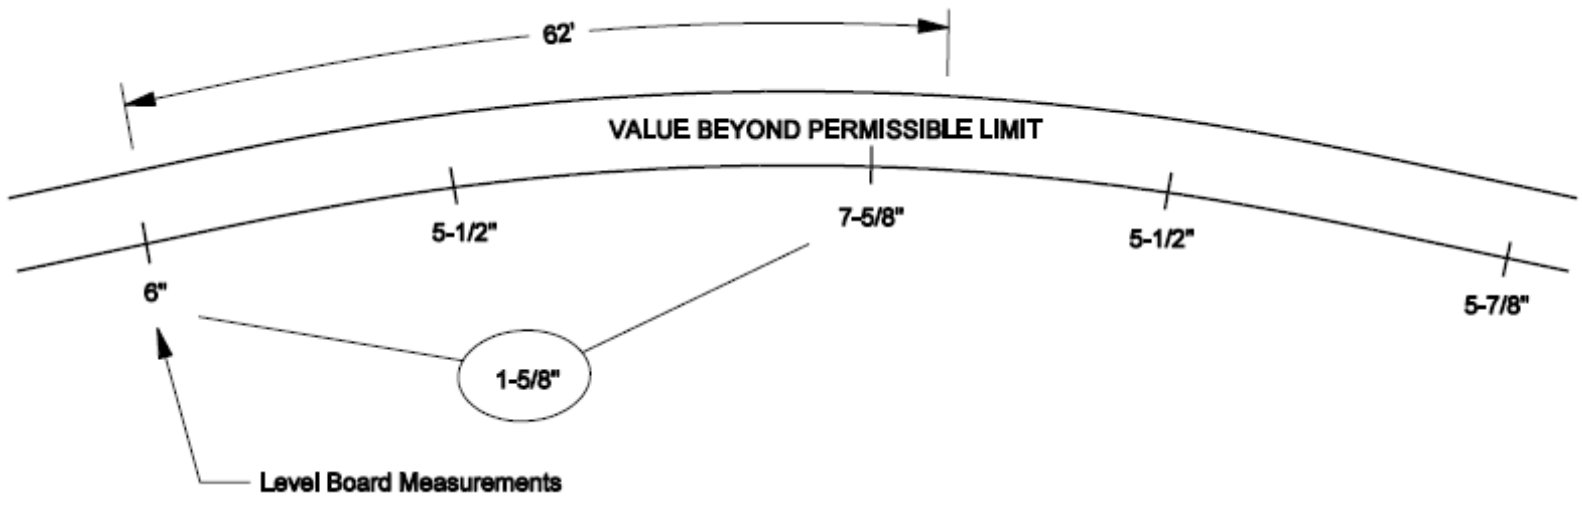

Figure 2-T
- To control harmonics on Class 2 through 5 jointed track with staggered joints, ensure that the crosslevel differences do not exceed 1-1/4 inches in all of six consecutive pairs of joints, as created by 7 low joints. See Figure 2-U.